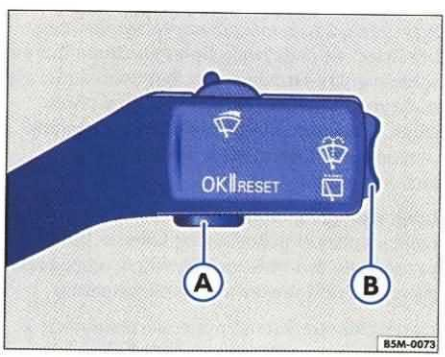
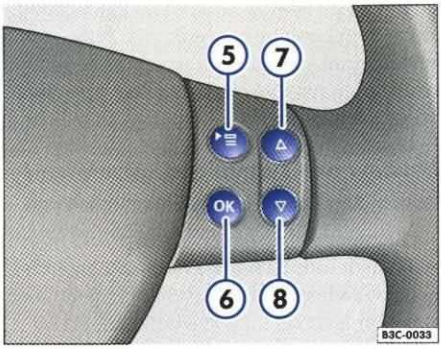

Rys. 12 W dźwigni wycieraczek: przycisk Ⓐ potwierdzania punktów menu i przełącznik Ⓑ przełączania menu.
Rys. 13 Kierownica wielofunkcyjna: prawa strona
– Nacisnąć przycisk ⇒ strona 16, rys. 12 Ⓐ w dźwigni wycieraczek. Wywołane zostanie menu **Einstellungen** (ustawienia).
ników, nie można wywołać żadnego menu ⇒ strona 19.. Aby wyświetlać poszczególne menu, należy potwierdzić komunikaty ostrzeżeń przyciskiem OK w dźwigni wycieraczek ⇒ strona 16, rys. 12 Ⓐ albo w kierownicy wielofunkcyjnej[8)] ⇒ strona 18, rys. 13 ⑥.
– Jeden raz nacisnąć przycisk ⇒ rys. 12 Ⓐ w dźwigni wycieraczek. ▶
– Nacisnąć przycisk OK ⇒ rys. 13 ⑥.
– Naciskać przycisk ⑤ w kierownicy wielofunkcyjnej, aż pojawi się menu **Einstellungen** (ustawienia).